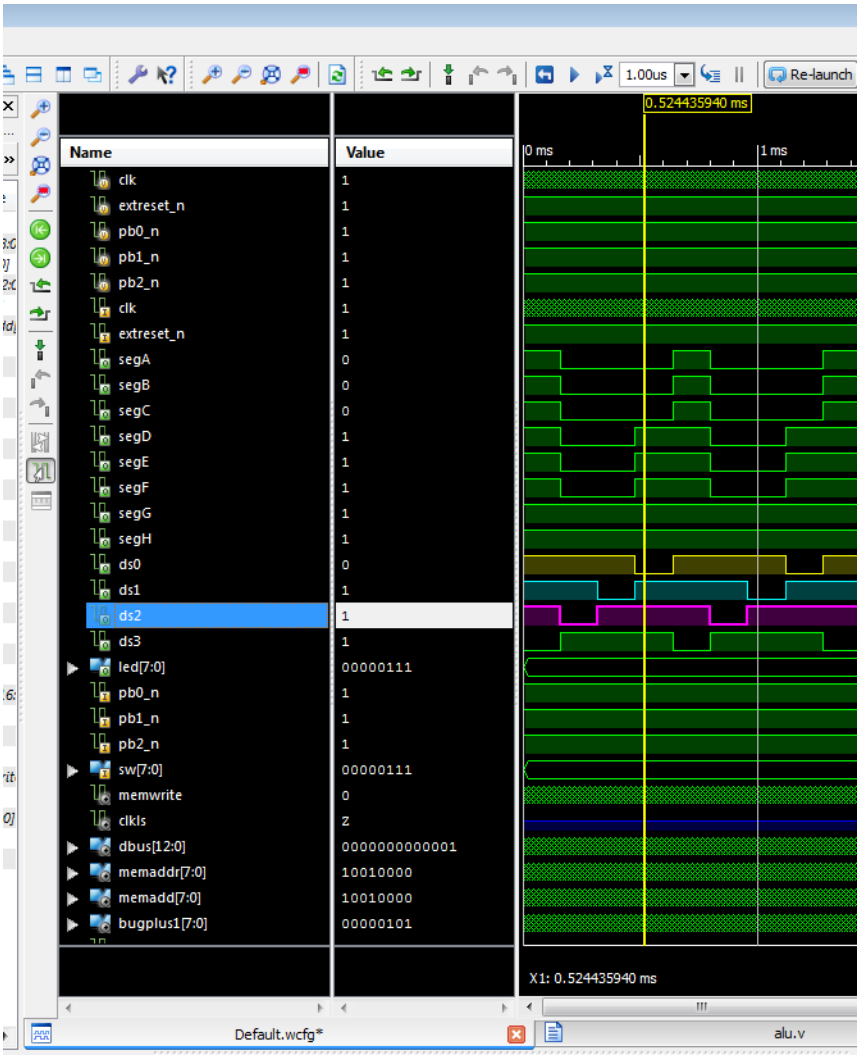

Figure 5-27 *7-segment display*
6. Click the *Default.wcfg* tab, zoom to full view, and you should see the 7-segment display output changing state and putting out the right codes for the 07 Hex read from the dip switches (Figure 5-27).